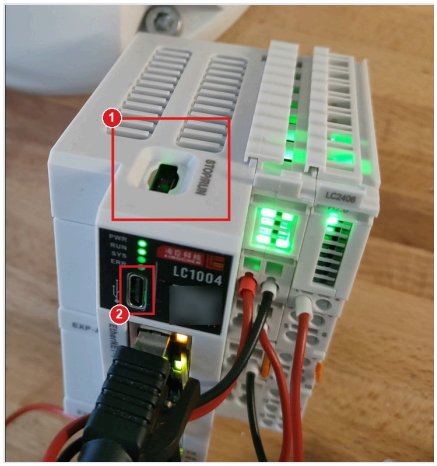

Rys. 10. Sterownik LC1004: 1 przełącznik STOP/RUN, 2 gniazdo USB-C.
2. Przełącznik **STOP/RUN** na górze sterownika LC1004 (1 na rys. 10) ustaw na **STOP**.